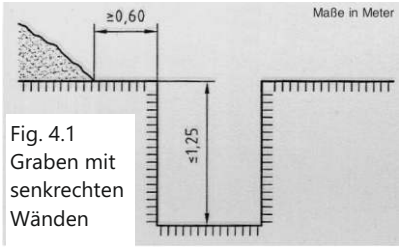

Fig. 4.1
- Böschungsgestaltung, siehe Fig. 4.1 und 4.2